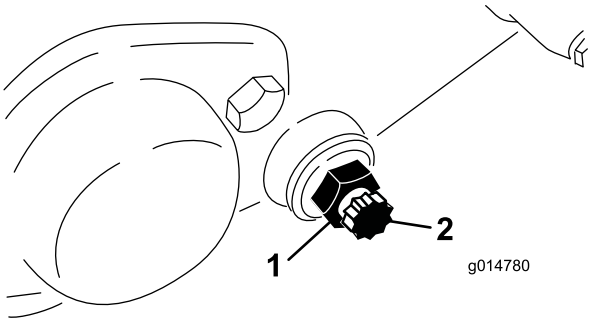

Figur 55
3. Løsne låsemutteren som fester motstangsbolten på begge sider av maskinen (Figur 55).
4. Fjern begge motstangsboltene slik at motstangen kan dras nedover og fjernes fra maskinen. La de to skivene av nylon og stanset stål på hver side av motstangen stå (Figur 55).